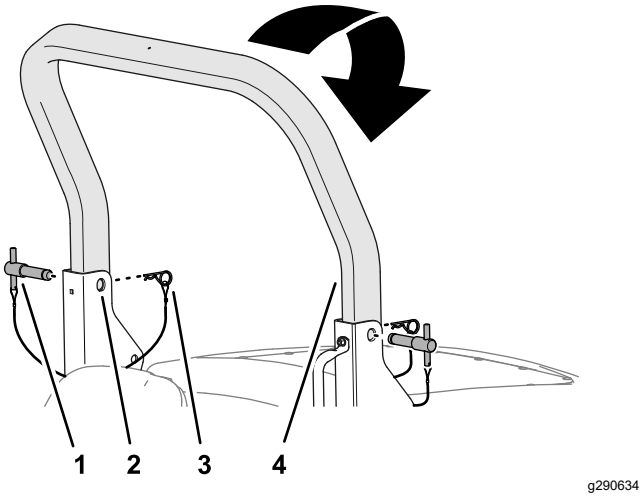

Figur 20
2. Ta bort hårnålssprintarna från störtbågssprintarna i tappfästena på den nedre störtbågsramen (Figur 20).
3. Ta bort störtbågssprintarna från tappfästena samtidigt som du stöttar upp den övre störtbågens vikt (Figur 20).